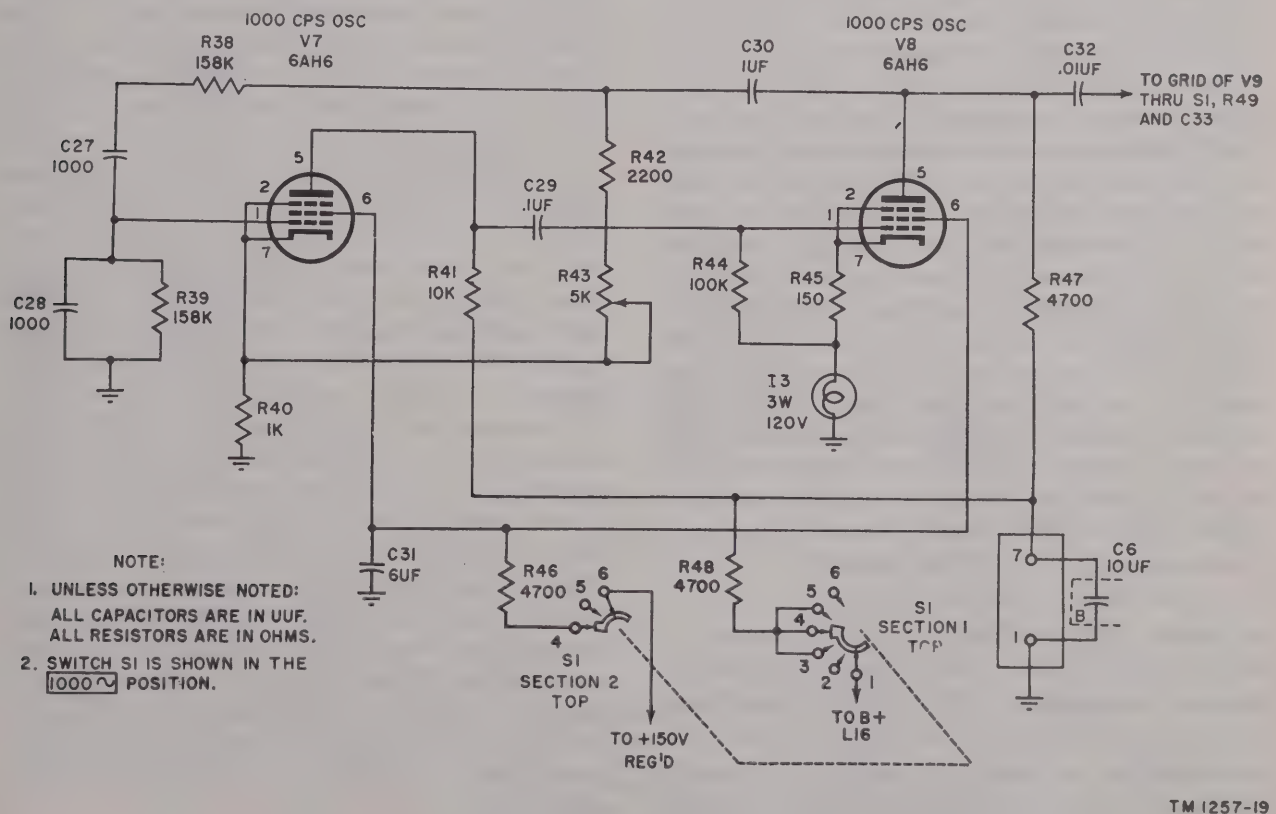

Figure 21. 1000-cps oscillator, simplified schematic diagram.
(fig. 21)
a. A Wien bridge oscillator circuit is used to supply the necessary audio signal for internal modulation of the signal generator. Figure 21 shows a simplified schematic diagram of the oscillator. Two 6AH6 pentode-type tubes, V7 and V8, are used in the circuit.
b. The two-tube circuit resembles a two-stage amplifier with feedback from the plate of the second stage being fed to the grid of the first. The feedback is coupled from the plate of V8 through capacitor C30. From capacitor C30, it takes two paths to V7. Positive feedback travels through resistor R38 and capacitor C27, and that portion of the signal appearing across R39 and C28 is fed to the grid (1) of V7. The negative or degenerative feedback path is from capacitor C30 through resistors R42 and R43 to the cathode (7) of V7. The bridge consists of resistor R38 and capacitor C27 in the first leg, resistors R42 and R43 in the second leg, resistor R40 in the third leg, and capacitor C28 and resistor R39 in the fourth leg. The bridge is fed at the junction of resistors R38 and R42. The values of the bridge components are such that a positive feedback voltage will appear at the grid of V7 only at a frequency of 1,000 cps. At all other frequencies, the degeneration introduced will